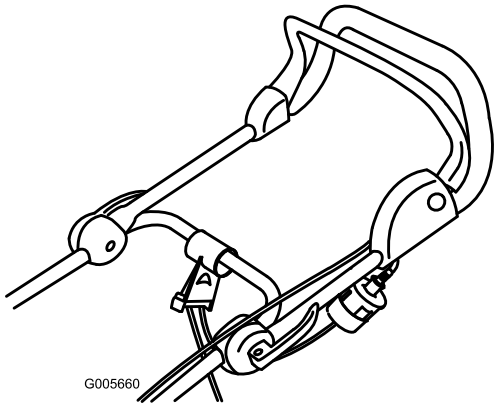

Figuur 13
2. Sluit het verlengsnoer aan op de maaier (Figuur 13).